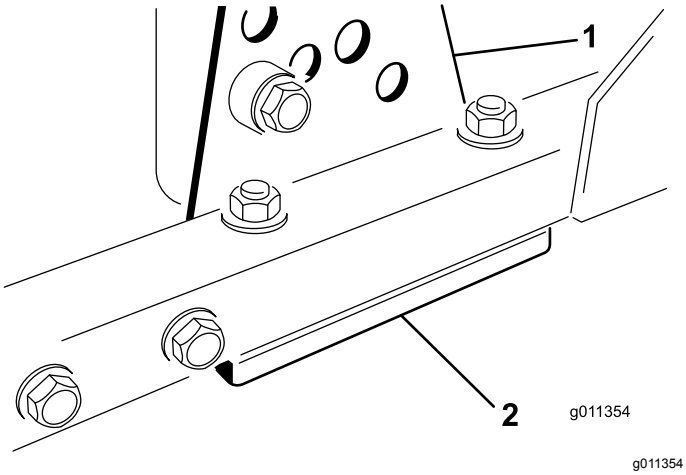

Figur 101
1. Fjern klippehøjdebeslaget (foran, venstre eller højre) fra skjoldrammen (Figur 101).
2. Juster afstandsstykkerne på 1,5 mm og/eller afstandsstykkerne på 0,7 mm mellem skjoldrammen og beslaget for at opnå den ønskede højdeindstilling (Figur 101).